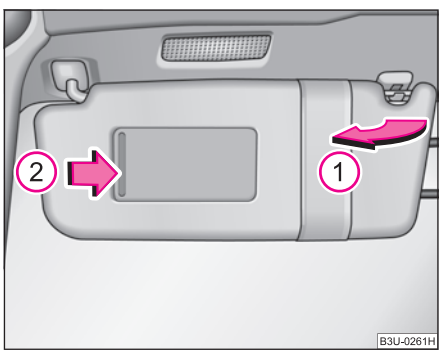

Fig. 47 Sun visor: swivelling out
You can pull the sun visor for the driver or front passenger out of the fixture and swivel it toward the door in the direction of the arrow (1) ⇒ fig. 47.